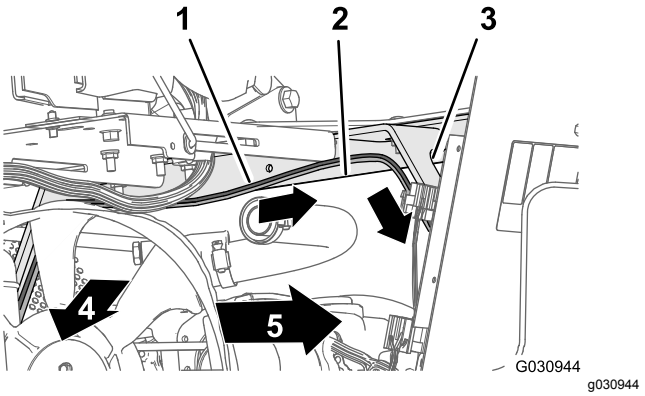

Figur 115
2. Dra den 108 cm långa kablagedelen tvärs över säteslådvinkeln och ned längs motorhöljets vänstra stöd (Figur 115).